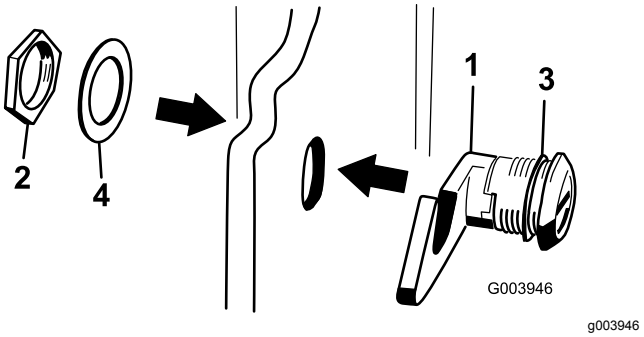

Figur 20
3. Demontera muttern från motorhuvsspärren (Figur 20).